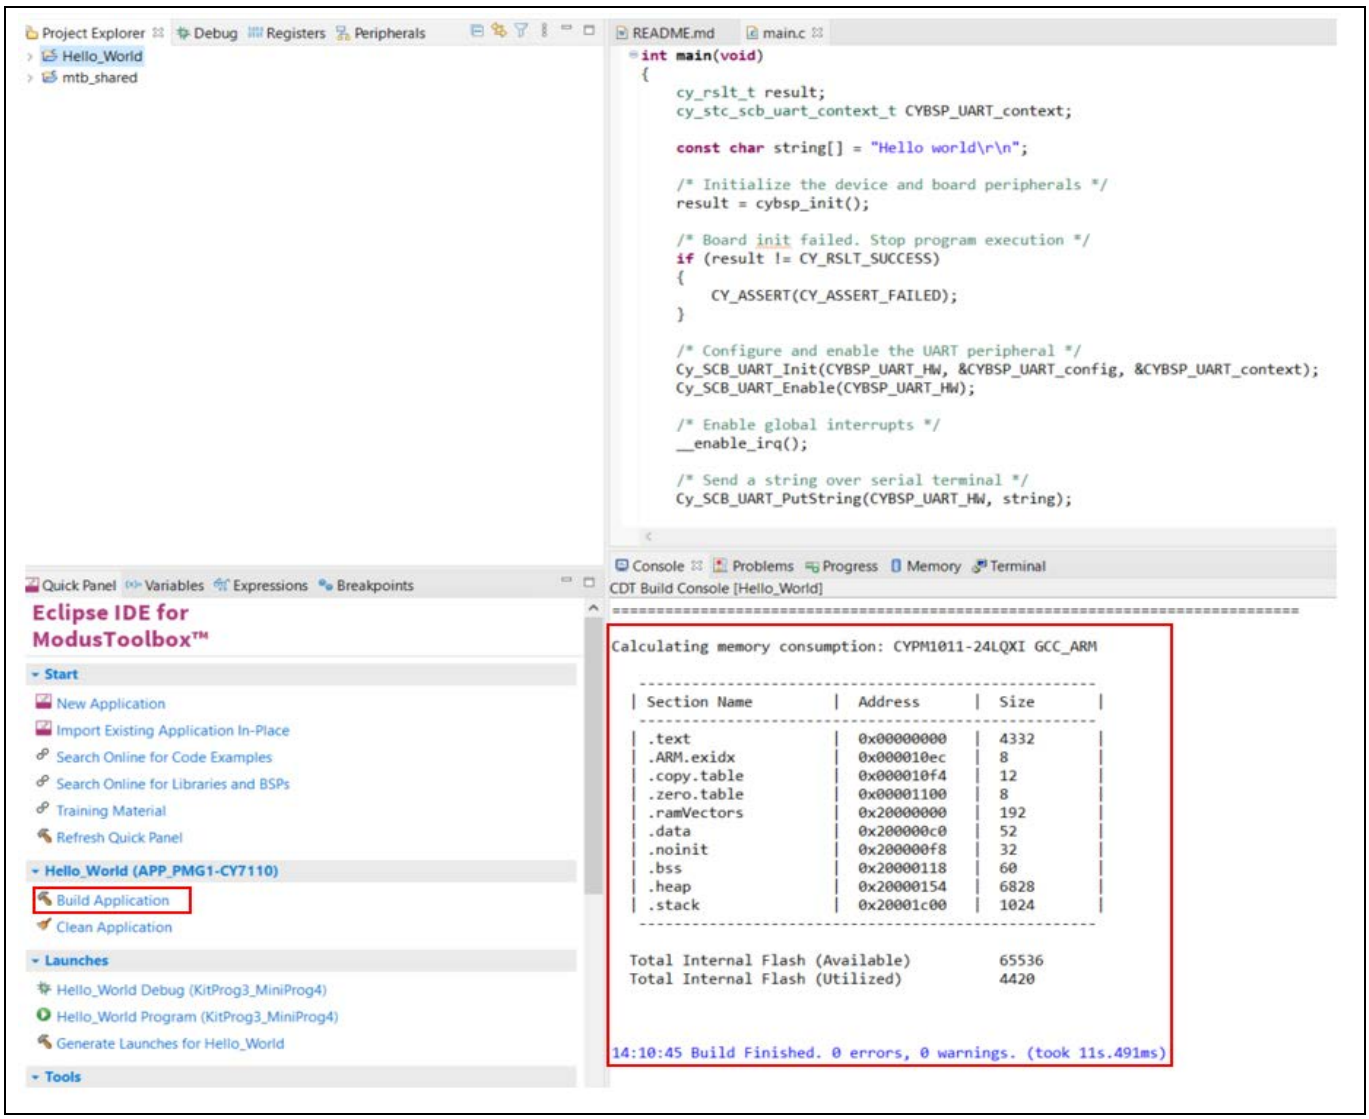

Figure 16　アプリケーションのビルド
2. Figure 16 に示すように、**Console** ビューにはビルド動作の結果が一覧表示されます。